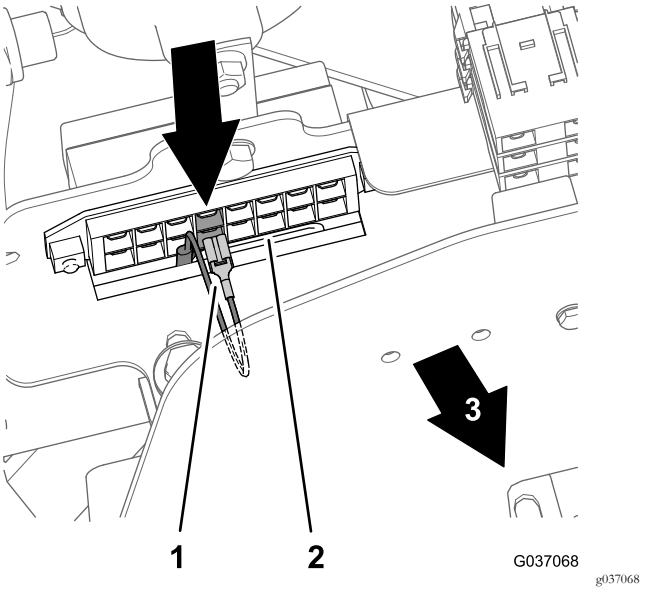

Figure 35
- Models 30654, 30657, and 30659—4th fuse position from the left (Figure 35)